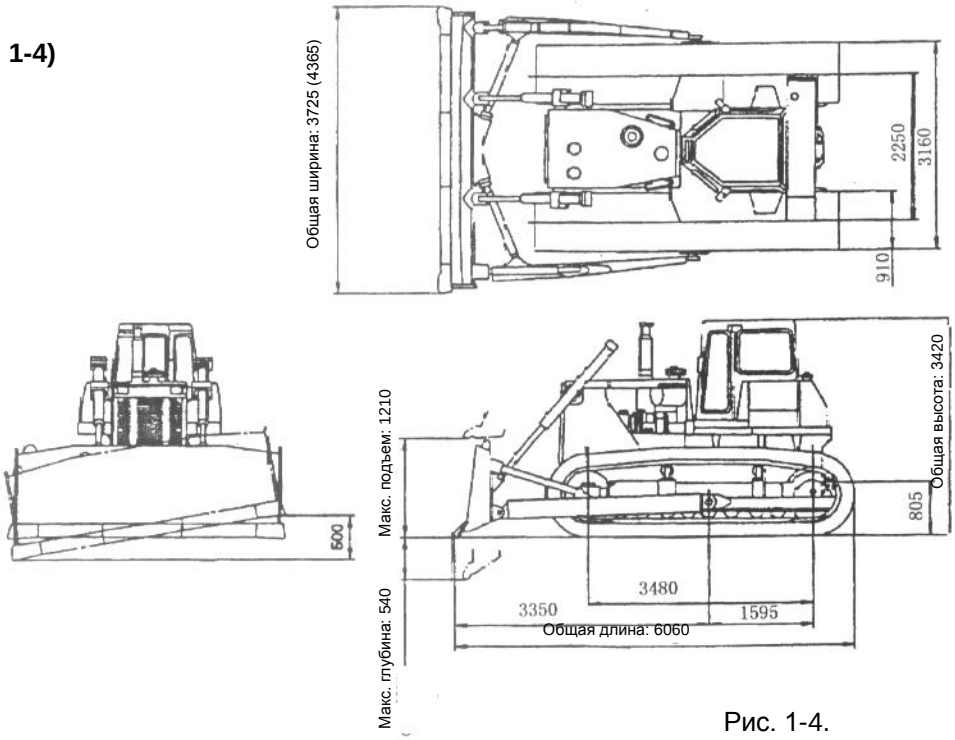

Рис. 1-4.
**SD23S (мм) (Рис. 1-4)**
**(Рис. 1-4а)**
Рис. 1-4а.